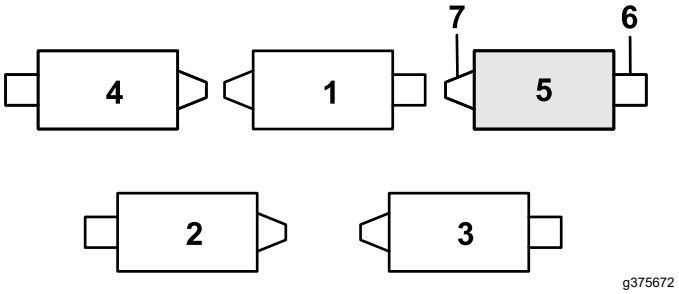

Figur 12
1. Hvis låseclipsen er sat i det bageste hul på kompensationsfjederstaven – fjern låseclipsen, og sæt den i hullet ved siden af beslaget (Figur 12).